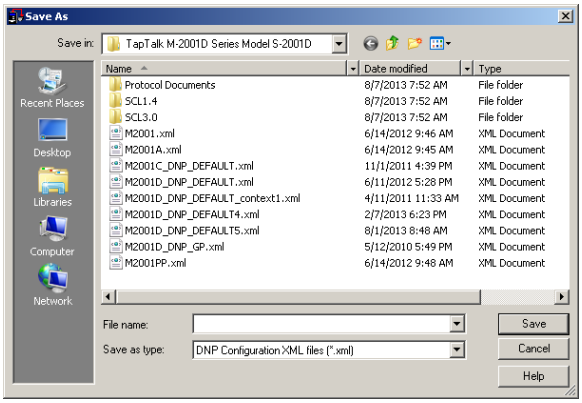

Figure 3-83 Save As File Dialog Screen
1. From the TapTalk Main Screen select **Utility/DNP/Receive DNP Configuration File**. TapTalk will display the Save As dialog screen (Figure 3-83) with a default *.xml file extension.